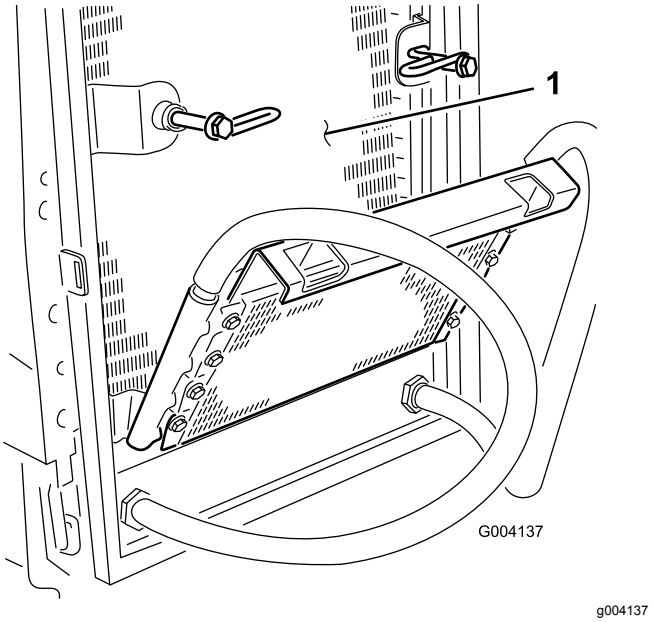

**Figur 64**
6. Rengör noga på båda sidor om oljekylaren och kylaren (Figur 64) med tryckluft.